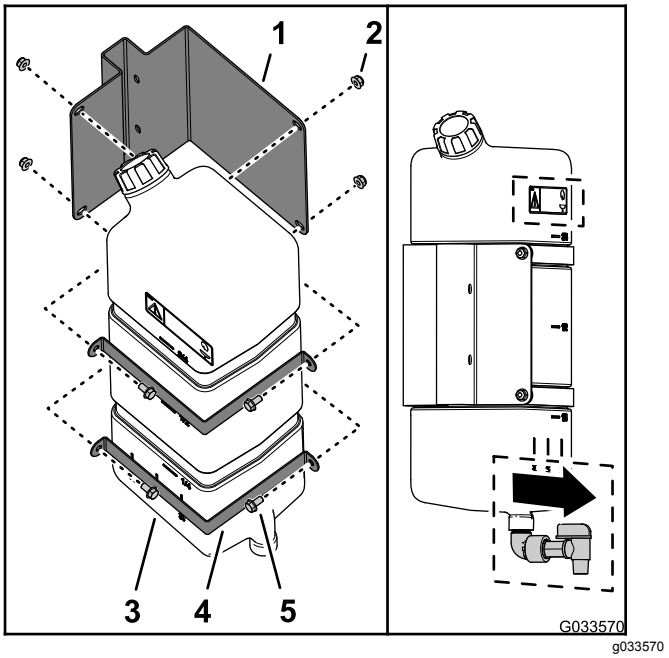

Figur 45
1. Monter ferskvandstanken på ferskvandstankens beslag med de 2 monteringsstropper, 4 flangehovedbolte (5/16" x ⅝") og 4 flangelåsemøtrikker (5/16") som vist i Figur 45.